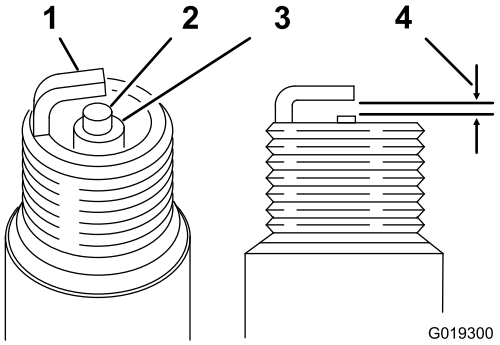

Figur 45
4. For hvert tændrør skal gnistgabet mellem midterelektroden og sideelektroden indstilles til 0,76 mm. Se Figur 45. Monter hvert tændrør med korrekt gnistgab med en pakningsforsegling, og stram tændrørene til 22 N·m.